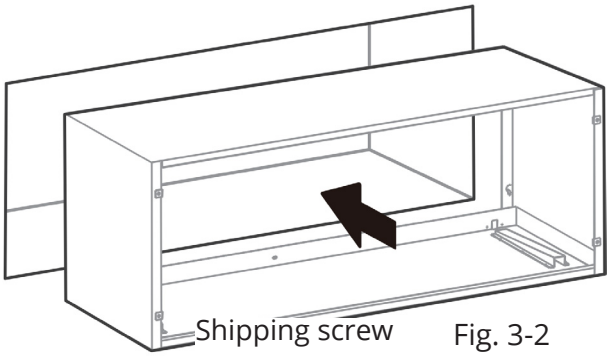

Fig. 3-2
- To avoid vibrations and noise, make sure the wall sleeve is installed securely and firmly. (See Fig. 3-2.)